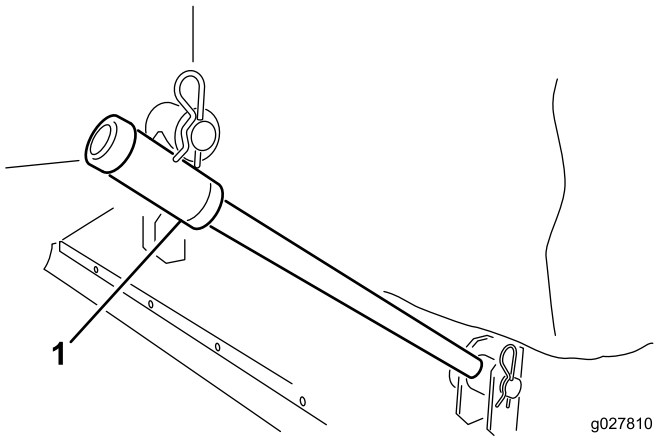

图2
2. 将牵引臂滑动到机架安装销上。使用垫圈和发卡销将各个牵引臂固定到机架安装销（图2）。